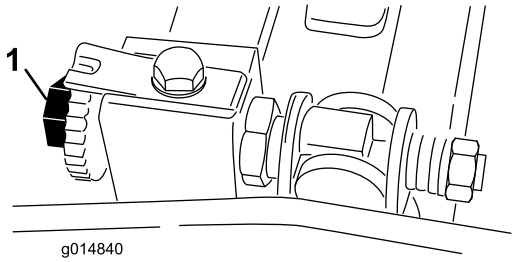
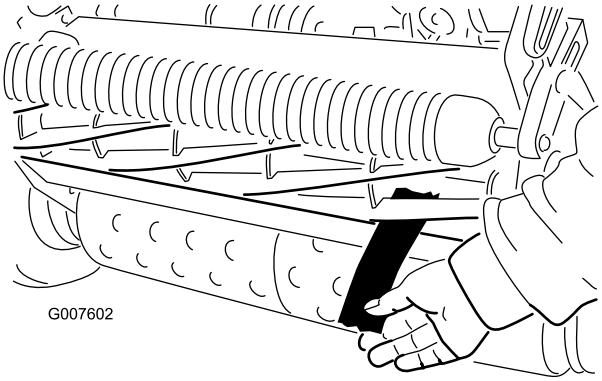

**Figura 49**
**Figura 50**
2. Não deixe que haja contacto com o cilindro, rodando os parafusos de ajuste da barra de apoio no sentido contrário ao dos ponteiros do relógio (Figura 49).
4. Numa das extremidades da parte frontal do cilindro, introduza uma longa tira de jornal entre o cilindro e a lâmina de corte (Figura 50). Enquanto roda ligeiramente o cilindro para a frente, rode o parafuso de ajuste da barra de apoio no sentido dos ponteiros do relógio na mesma extremidade do cilindro, uma posição de cada vez, até que o papel esteja ligeiramente apertado, quando inserido pela parte dianteira, paralela à lâmina de corte, o que resulta num ligeiro puxão quando o papel é empurrado (Figura 49).
6. Depois de ajustar, verifique se o cilindro aperta o papel quando este for inserido pela frente e se corta o papel quando este for inserido num ângulo recto, relativamente à lâmina de corte (Figura 50). Deve ser possível cortar o papel ao mínimo contacto com a lâmina de corte e as lâminas do cilindro. Caso seja evidente um puxar excessivo do cilindro (mais de 0,79 Nm), retroceda ou amole a unidade de corte para alcançar as extremidades afiadas necessárias para um corte de precisão; consulte o *manual de rectificação de cilindros Toro*.